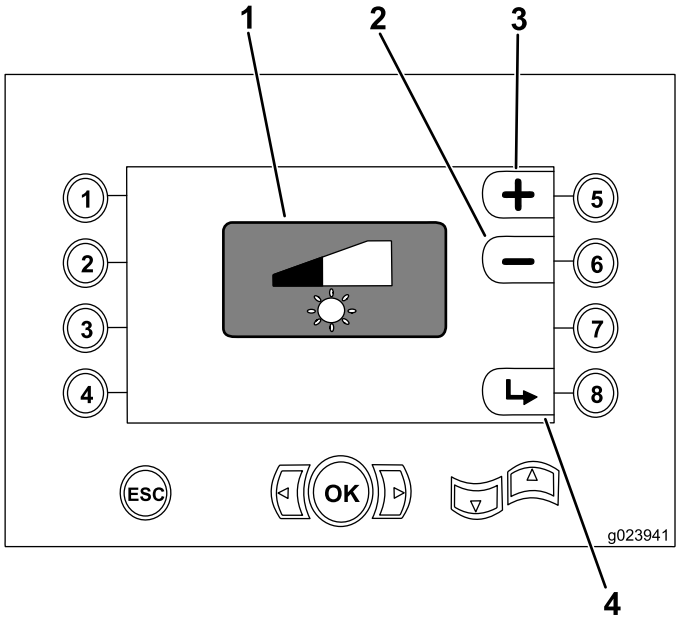

Figura 38
- O botão 5 aumenta o brilho da tela (Figura 38)
- O botão 6 reduz o brilho da tela (Figura 38)